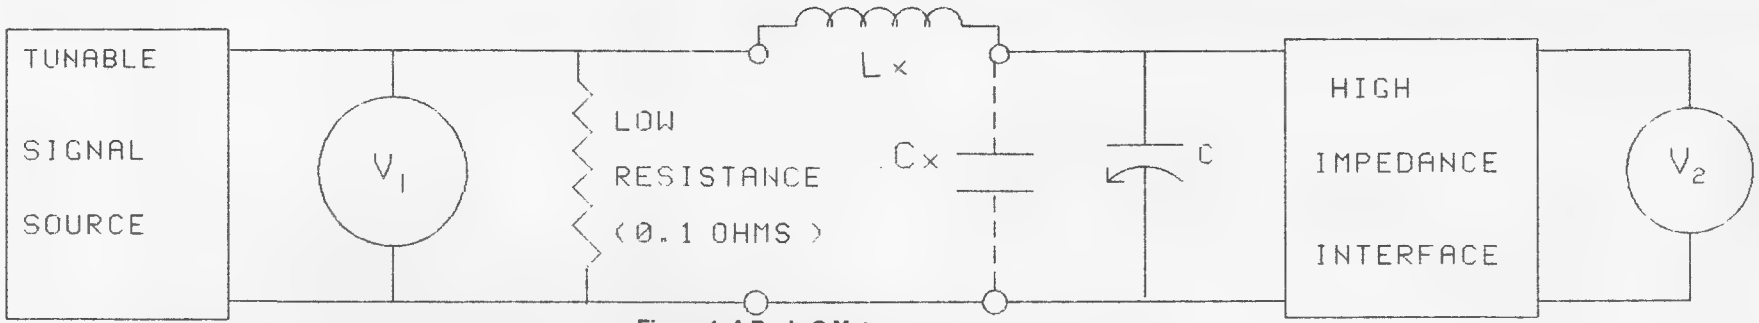

Figure 1: A Basic Q Meter.
A basic Q meter is shown in Figure 1. Terminals are provided to connect the inductance (Lx) to be measured and this is resonated by a variable tuning capacitor (C). Terminals are also provided to add capacitance (Cx), if required. The tuned circuit is excited from a tunable signal source which develops voltage across a resistor in series with the tuned circuit. The resistor must have a resistance small compared to the loss resistance of the components to be measured so that its value can be ignored. A resistance of a mere fraction of an ohm is necessary. Metering is provided to measure the AC injection voltage across the series resistor and the AC output voltage across the terminals of the tuning capacitor. The output measurement must be a high input impedance circuit to prevent loading of the tuned circuit by the metering circuit.